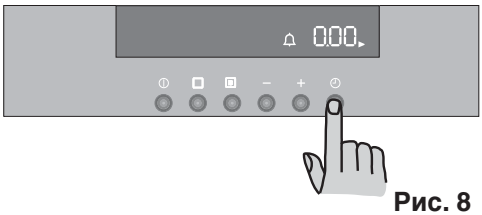

Рис. 8
1) Нажмите кнопку ⏲, для того чтобы выбрать функцию “Таймер” (Рис. 8). Соответствующий символ 🔔 начнет мигать, а на панели управления высветится “0.00”.